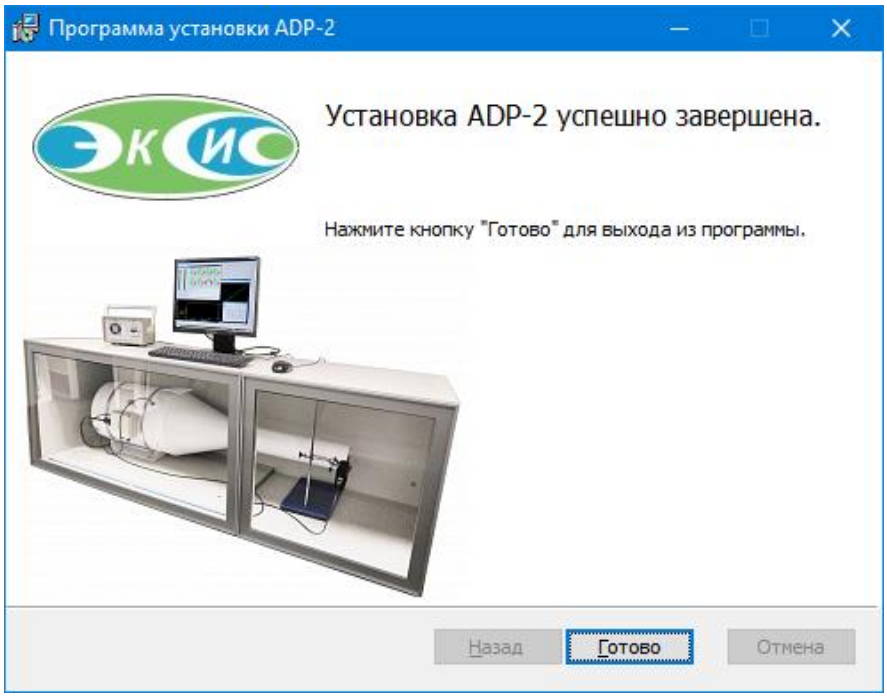

Рис. 2.7 – Завершение установки программы
7. Завершение установки и выход из мастера установки (рис. 2.7).